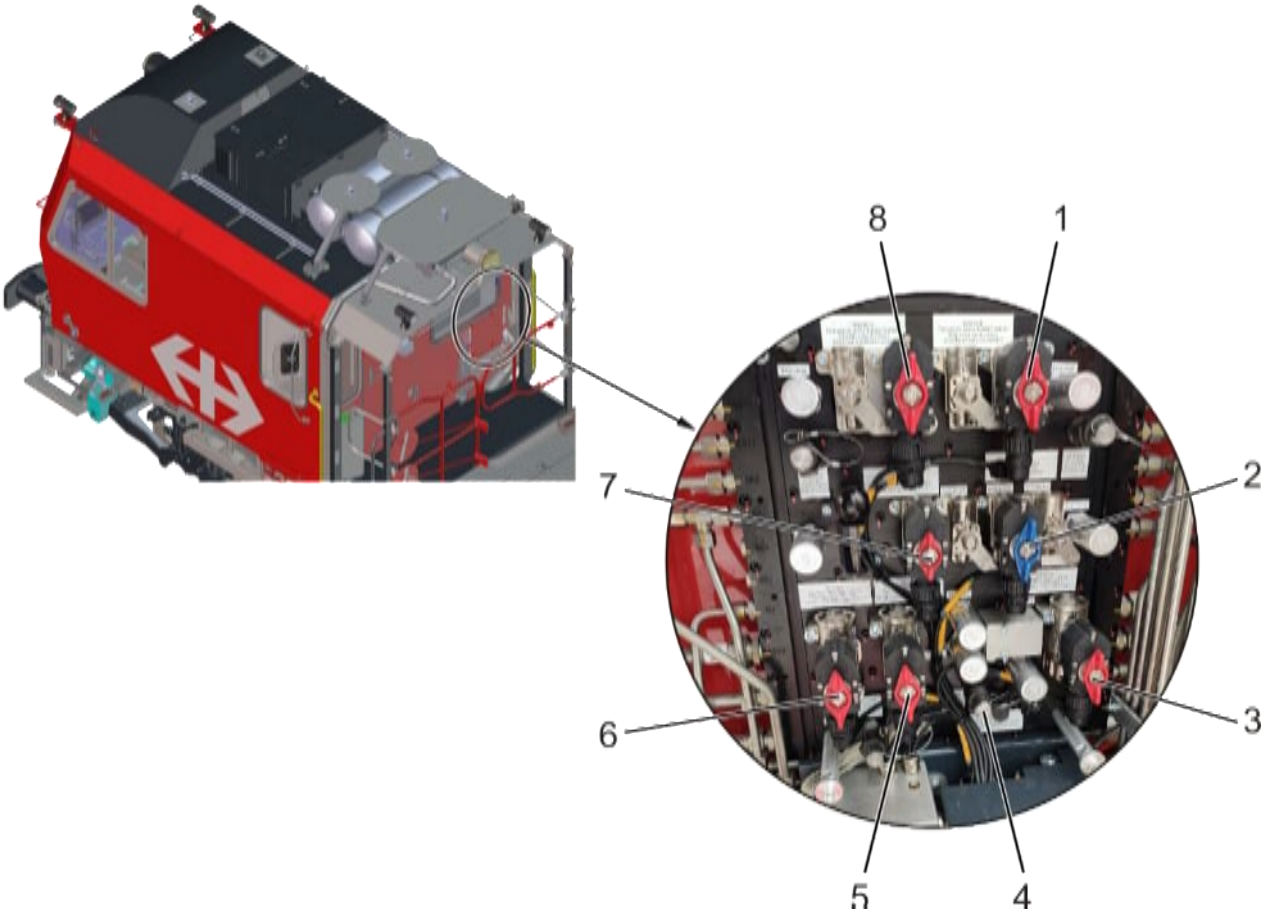

Fig. 51: Quadro avaria (copertura rimossa)
In modalità corsa a rimorchio il rubinetto blu (2), cfr. Fig. 51, deve essere azionato solamente quando i freni a molla, dopo il collegamento con la CP del veicolo trainante, non si allentano automaticamente.